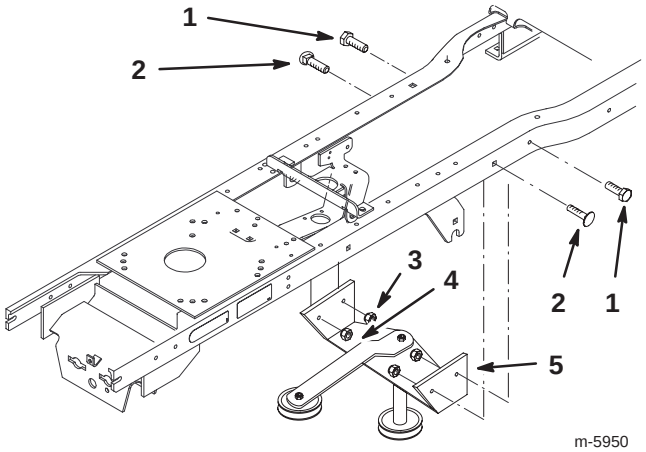

Bild 5
2. Montieren Sie die Zwischenwelle mit den zwei Schrauben (1/4 x 1 Zoll), den zwei Schlossschrauben (5/16 x 1 Zoll), den zwei Sicherungsmuttern (1/4 Zoll) und den zwei Sicherungsmuttern (5/16 Zoll) innen am Traktorrahmen (Bild 5).